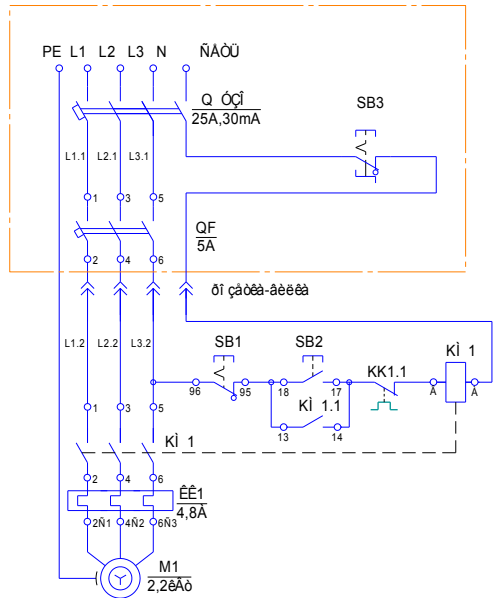

Рис. 6
5.4 Подключение Установок к источнику питания осуществляется по схеме рис. 6.
6.2.8 Выполнить подключение (рис.6) при этом: